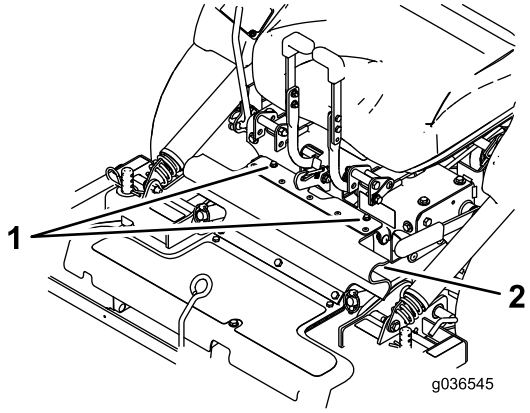

Figur 13
3. Løsne boltene som er festet til gummivernet (Figur 13).